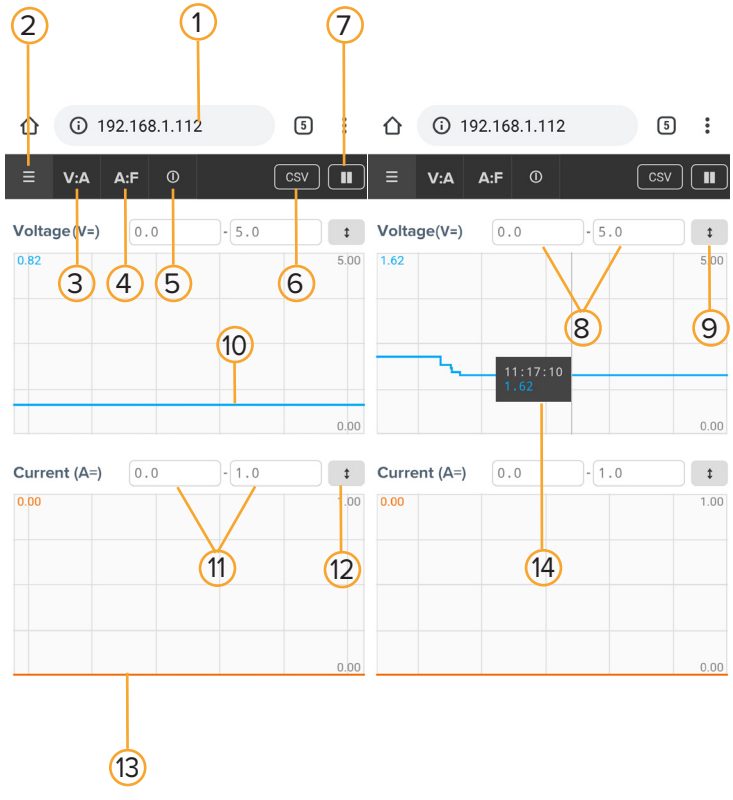

figure 5.10
- Connect to the PSU using its IP address and select VA ***(3 in Figure 5.10)***.